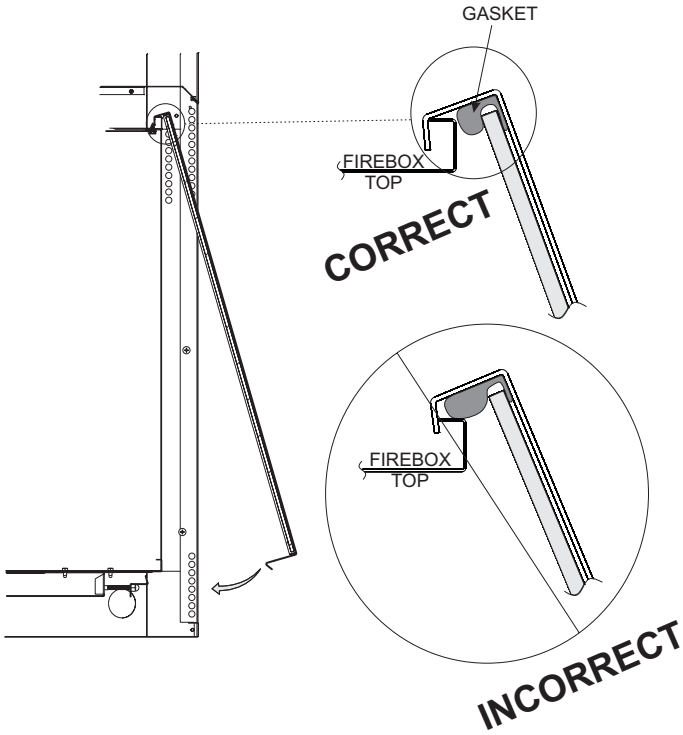

Figure 81
1. When installing the glass door, make sure that the door top flange is hooked over the firebox top flange as illustrated in the “Correct” view in **Figure 81.**
Important: Do not allow the gasket across the top of the door to roll up on top of the firebox flange as shown in “Incorrect” view in Figure 81.